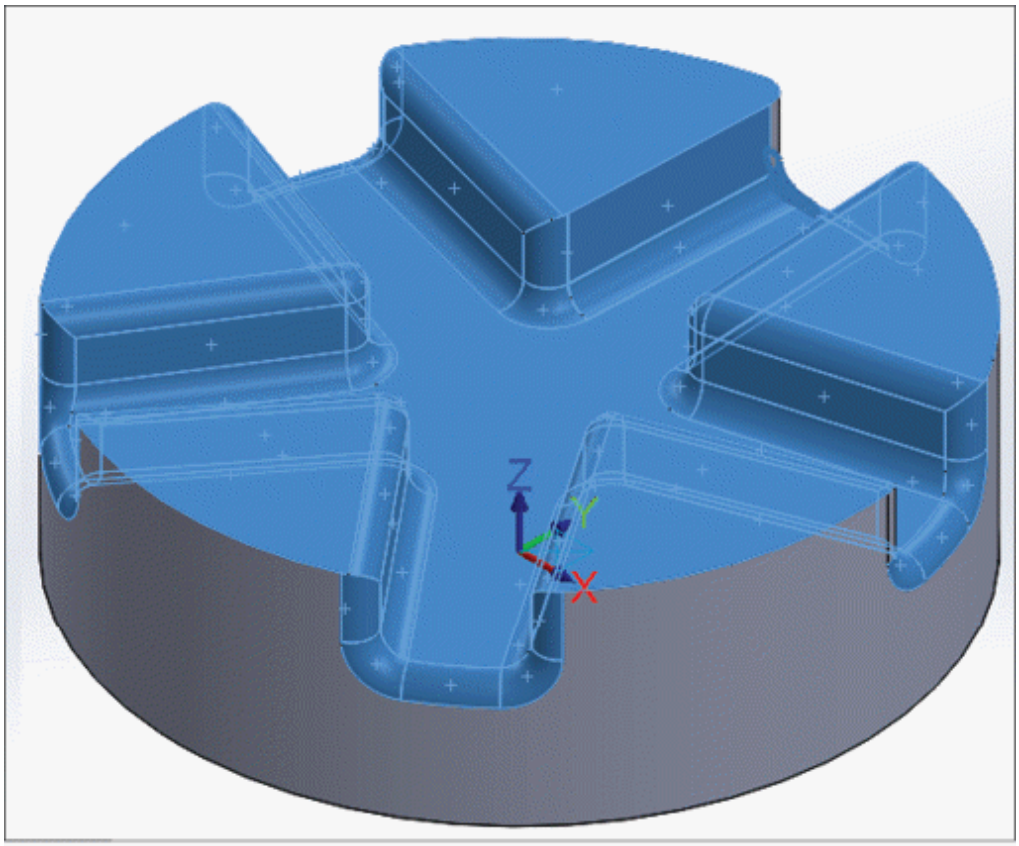

Figure-46. Faces selected for scallop toolpath
- Select desired faces; refer to Figure-46 and press **ENTER**. The **3D High Speed Toolpaths-Scallop** dialog box will be displayed again.